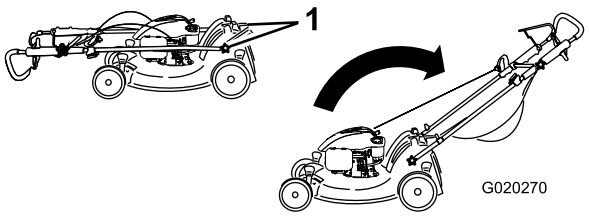

Figur 3
1. Ta bort handtagsvreden från maskinkåpan (Figur 3).
1. Handtagsvred (2)
3. Sätt tillbaka och dra åt de handtagsvred som du tog bort i steg 1 (Figur 3).